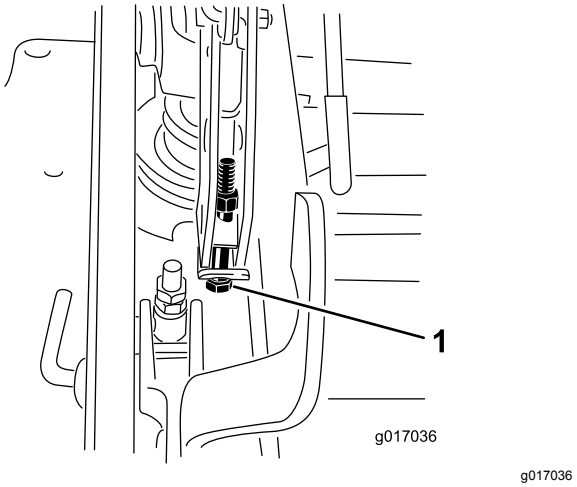

Figura 99
12. Si la carcasa está demasiado baja, apriete el perno del ajuste de un solo punto girándolo en el sentido horario. Si la carcasa está demasiado alta, afloje el perno del ajuste de un solo punto girándolo en sentido antihorario (Figura 99).